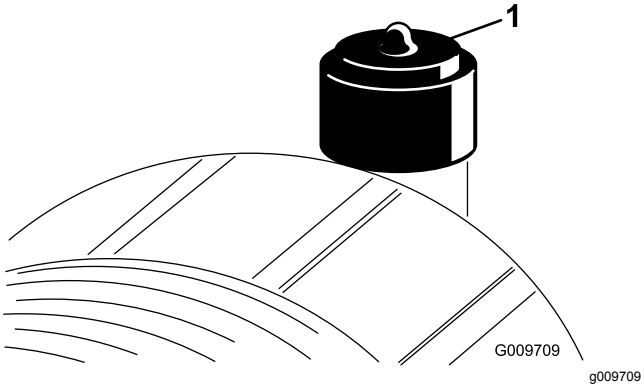

Figur 54
Overhal filteret på luftrenseren kun når indikatoren (Figur 54) tilsier det. Hvis du skifter filteret før det er nødvendig, øker det bare risikoen for at det kommer inn smuss i motoren når filteret er fjernet.
9. Tilbakestill indikatoren (Figur 54) hvis den viser rødt.